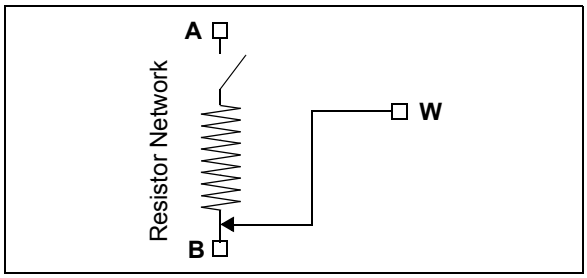

FIGURE 5-2: *Resistor Network Shutdown State (RxHW = 0).*
- The P0W, P1W, P2W and P3W terminals are simultaneously connect to the P0B, P1B, P2B and P3B terminals, respectively (see Figure 5-2)